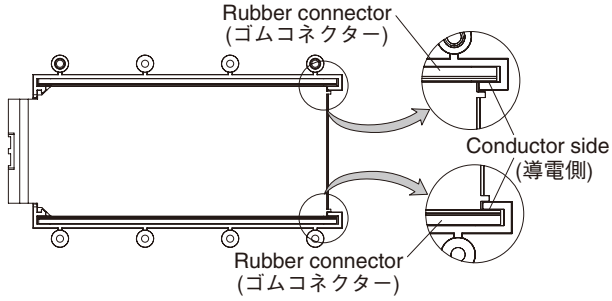

Fig.7-2（図7-2）
* **When attaching the rubber connector to the LCD holder, set the conductor side to face inward. (Fig.7-2)**
※ **LCD ホルダーにゴムコネクターを取り付けるときは、導電部を内側にしてください。(図 7-2)**